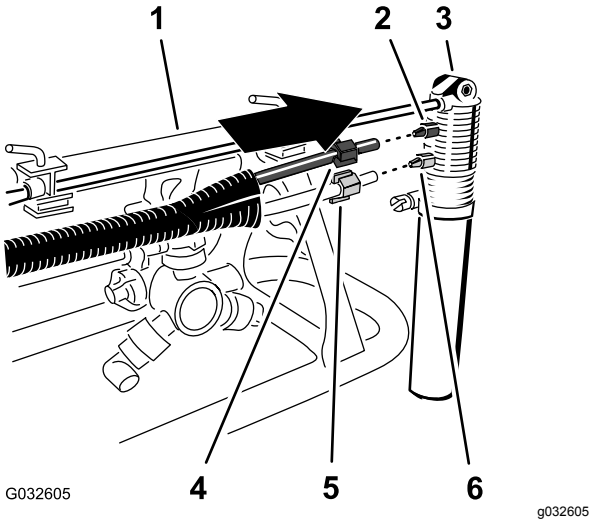

Figur 28
1. Før den blå kompresjonsmutteren over endene av det blå røret og den hvite kompresjonsmutteren over det gjennomsiktige røret (Figur 28).
2. Innrett enden av det gjennomsiktige røret med den hvite kompresjonsmutteren med den hvite koblingen på skummarkørdysen, og stram til kompresjonsmutteren for hånd (Figur 28).
3. Innrett enden av det blå røret med den blå kompresjonsmutteren med den blå koblingen på skummarkørdysen, og stram til kompresjonsmutteren for hånd (Figur 28).